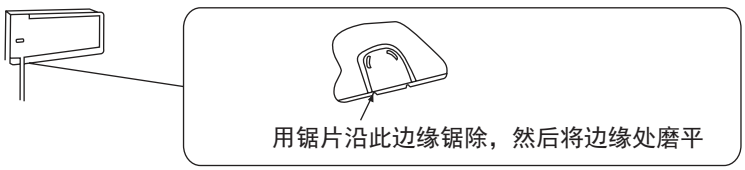

图13
①当墙洞在室内机后面时，直接管路一起穿出墙洞；
②若墙洞在室内机两侧或下方，应将如图13所示的面框上对应位置部位切除，然后将管路塞进去，然后穿出墙洞。